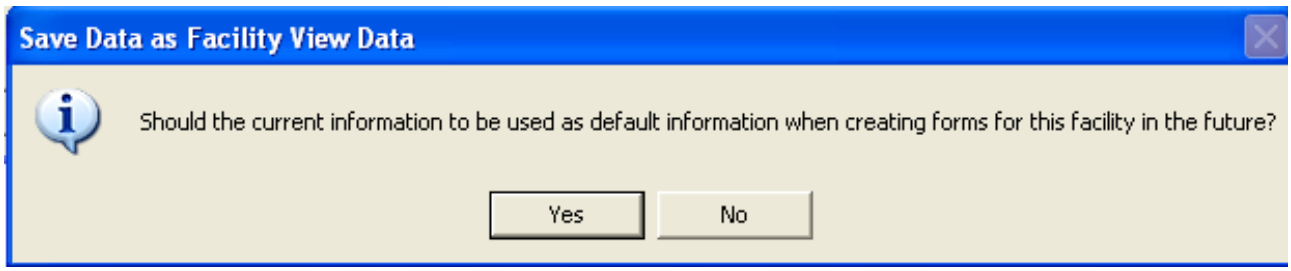

Figure 9.18 – Current Information to be used as Default
2. Update **Form 1.0** with any new information regarding contacts, addresses, and other information that is not updated through Site Management screens. Save any changes by either clicking on the top left or by clicking **File** and choosing "**Save**." When saving, if asked to use this information as default information when creating future forms, click **YES** (see Figure 9.18).